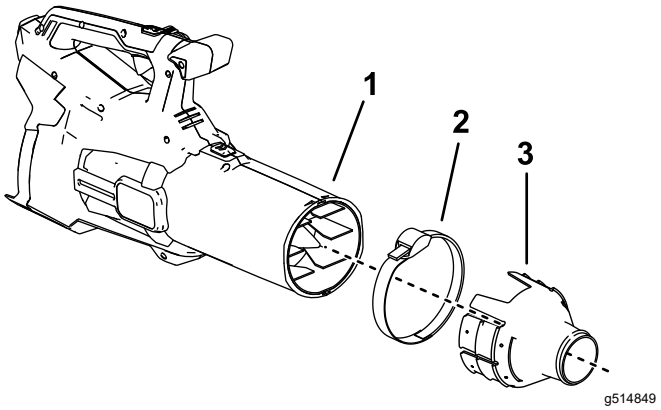

Figuur 2
2. Verwijder de buis van de blazer zodat de kraag rechtstreeks kan aangesloten worden op de uitgang van de blazer (Figuur 2).